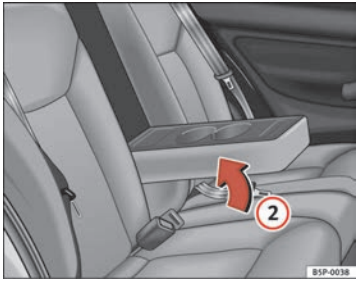

Fig. 112 Rear armrest/drink holder
– To close, lift the Drink holder*/ armrest* in the direction of the arrow ⇒ page 149, fig. 112 (2).